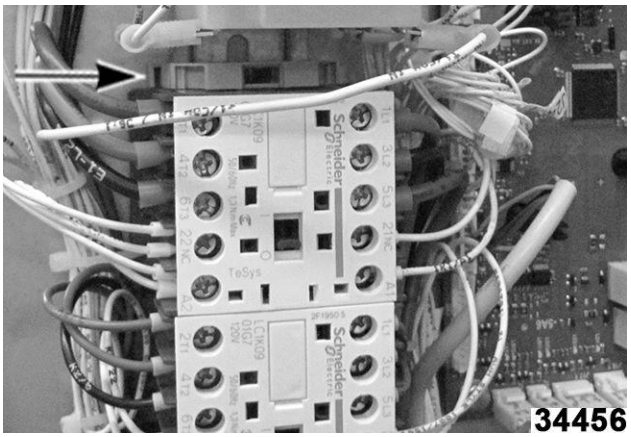

Fig. 83
2. Retire la abrazadera terminal Fig. 83 insertando un destornillador de hoja plana de 1/8 "en la ranura y haga palanca hacia afuera, luego suelte la abrazadera del riel.